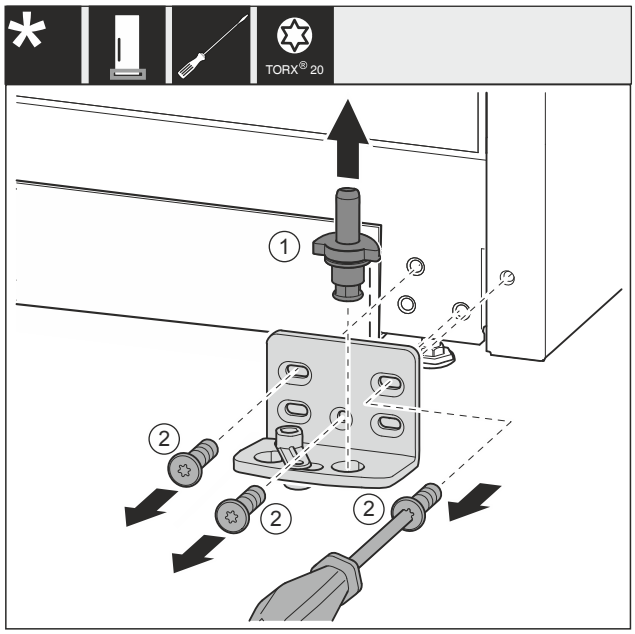

Fig. 34 *
▶ 将轴承螺栓 *Fig. 34 (1)*完全向上拉出。*
▶ 将螺钉 *Fig. 34 (2)*用螺丝刀旋开并取下托架。*